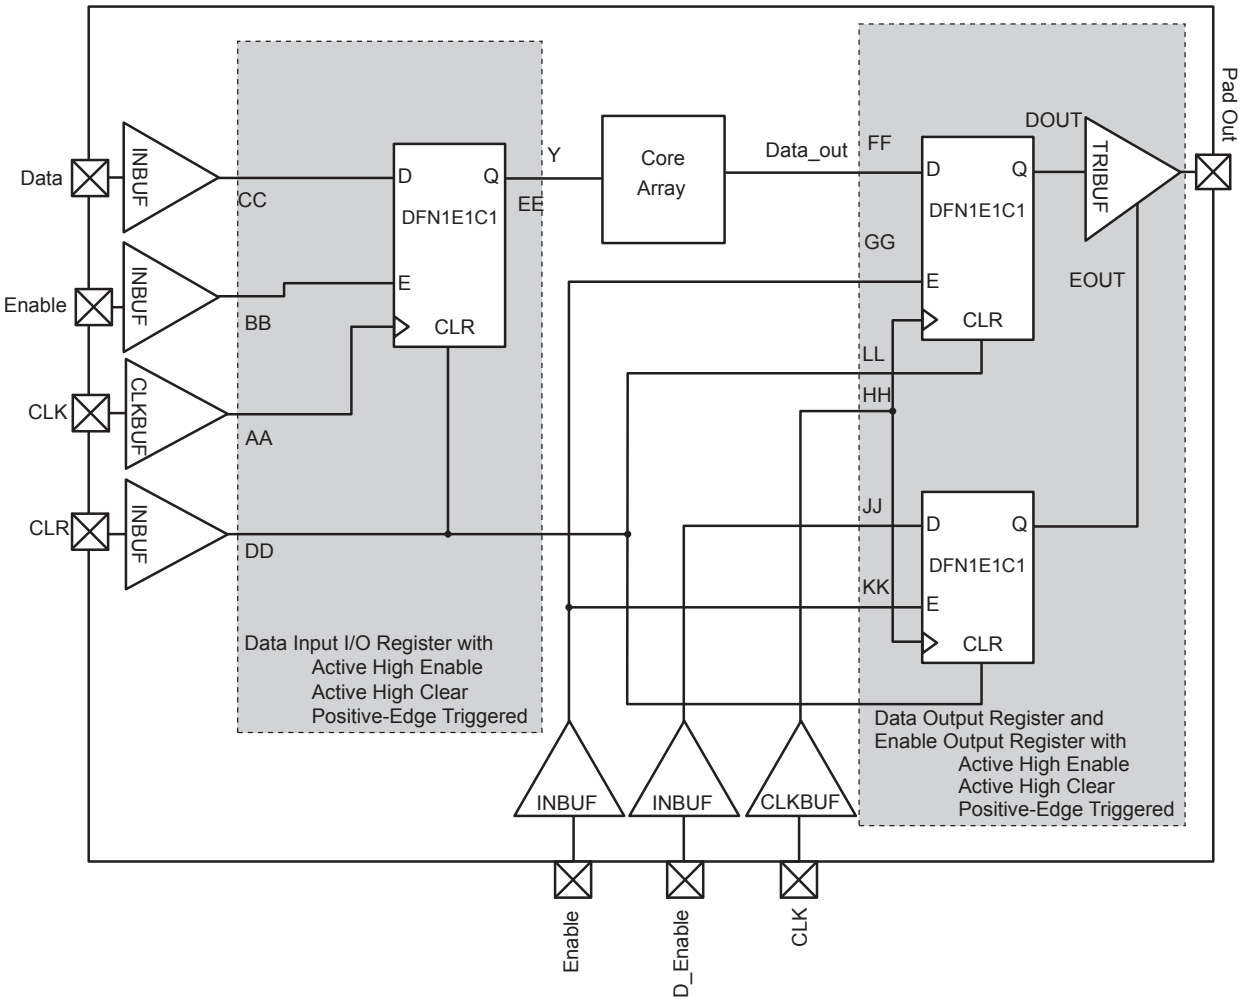

Figure 2-17 • **Timing Model of the Registered I/O Buffers with Synchronous Enable and Asynchronous Clear**
*Note: *See Figure 2-17 on page 2-85 for more information.*